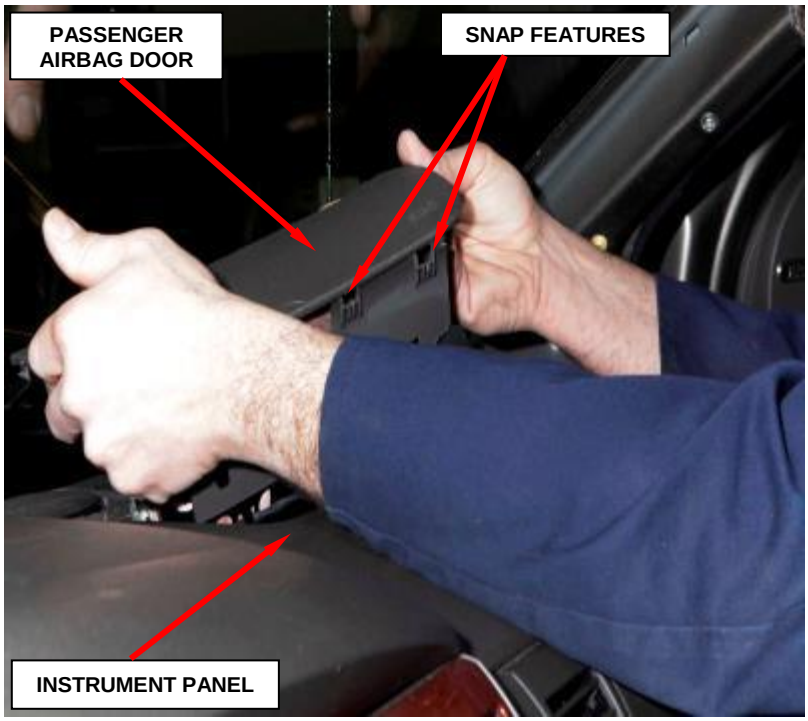

**Figure 42 – Passenger Airbag Door**
4. Using a trim stick or another suitable wide flat bladed tool, gently pry the forward and side edges of the passenger airbag door away from the top of the instrument panel far enough to disengage the snap features on the airbag door from the receptacles in the instrument panel top pad (Figure 42).
10. Carefully lower the passenger airbag unit into the instrument panel, being certain that the airbag mounting bracket is properly positioned to the instrument panel support structure (Figure 42).